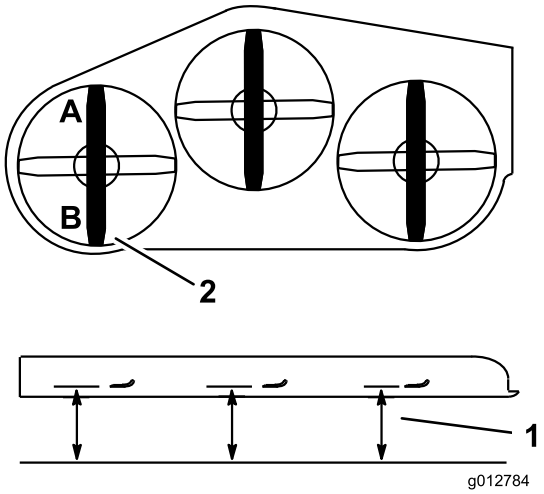

Figuur 85
2. Meet het linkermes bij punt **A**. Meet de afstand tussen een horizontaal oppervlak en de snijrand van het maaimes en noteer deze afstand (Figuur 85).
3. Meet het linkermes bij punt **B**. Meet de afstand tussen een horizontaal oppervlak en de snijrand van het maaimes en noteer deze afstand (Figuur 85).
4. Het maaimes moet 6 tot 10 mm lager staan bij punt **A** dan bij punt**B** (Figuur 85). Indien dit niet het geval is, gaat u als volgt te werk.